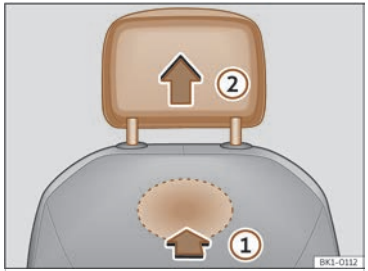

Abb. 71 Kopfstütze vorne ausbauen.
- Lokalisieren Sie zum Entriegeln der Kopfstütze die Aussparung im markierten Bereich auf der Rückseite der Sitzlehne und drücken Sie in Pfeilrichtung ››› **(Abb. 71)** ①.
- Ziehen Sie die Kopfstütze in Pfeilrichtung ② heraus.